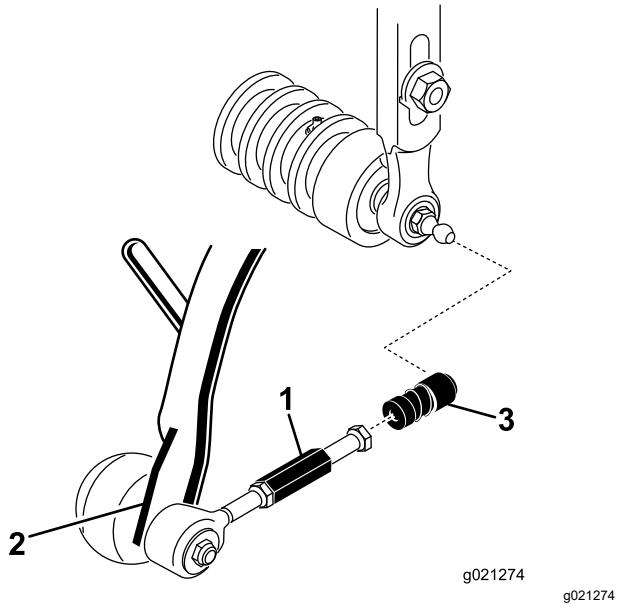

Figur 7
3. För tillbaka hylsan på varje kullagersmottagare och haka fast mottagaren på klippenhetskultappen (Figur 7).